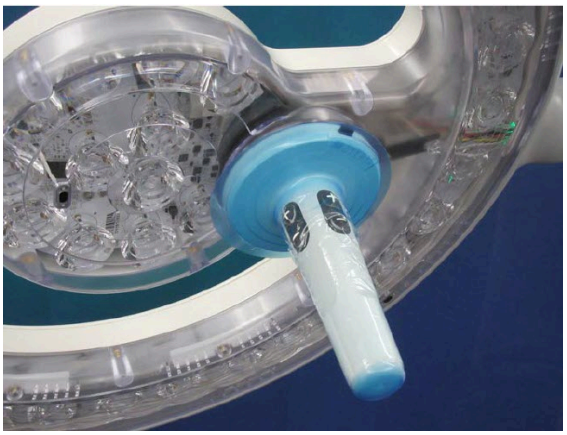

Figure 6-31. Protection de poignée de coupole stérile jetable installée
2. Poussez complètement la protection stérile sur la poignée de coupole. Voir *Figure 6-31*.